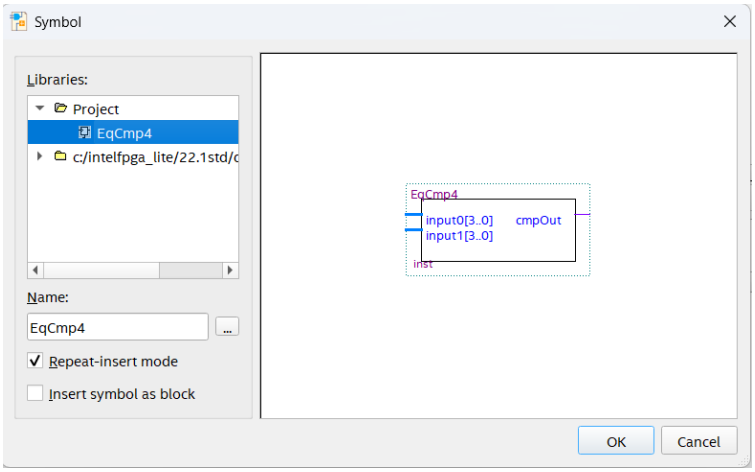
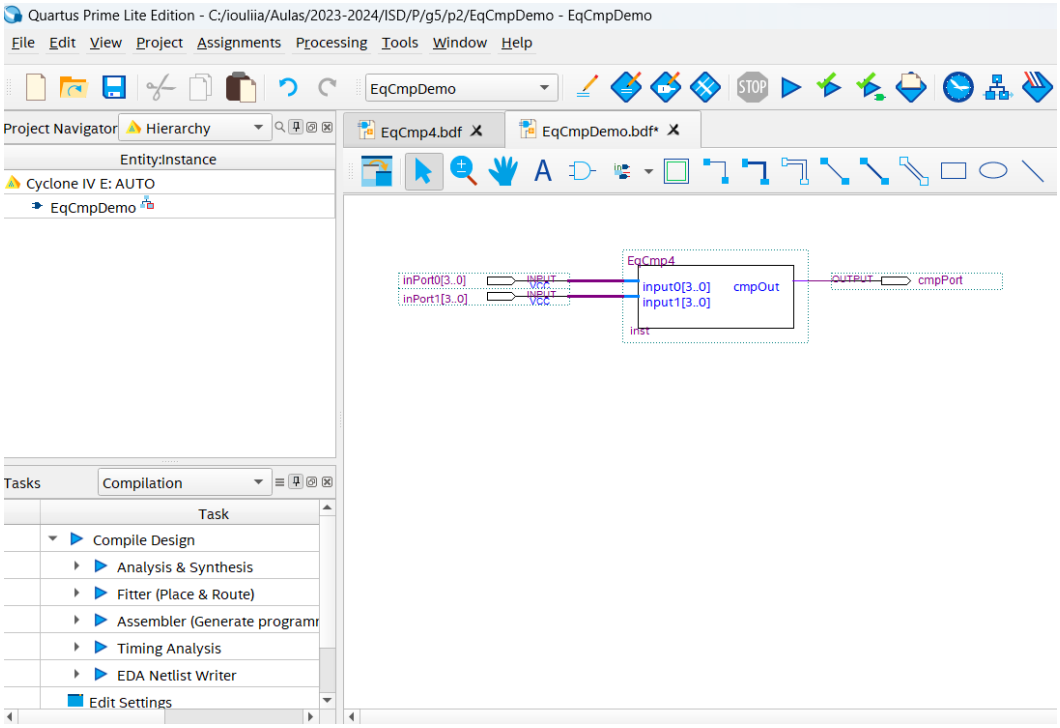

Figure 29 - Instantiation in a schematic diagram of the module “EqCmp4”.
Figure 30 - Interconnection of the “EqCmp4” module and the input and output ports and identification of the various circuit elements in the “EqCmpDemo” module.
4. Create a new file for a schematic diagram called "EqCmpDemo.bdf" to instantiate the equality comparator built in the previous point (Figure 29) and link its ports as illustrated in Figure 30.